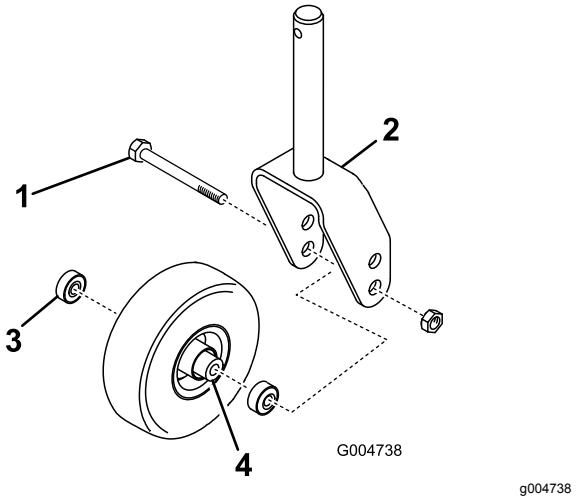
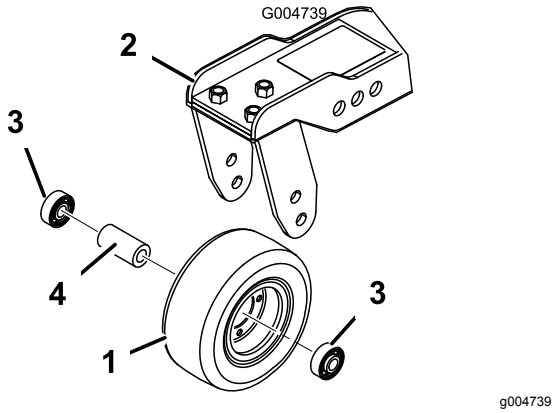

Figuur 85
Figuur 86
1. Verwijder de borgmoer van de bout waarmee het zwenkwiel is bevestigd in de zwenkwielvork (Figuur 85) of in de draaiarm van het zwenkwiel (Figuur 86).
2. Verwijder het lager uit de wielnaaf en laat het lager eruit vallen (Figuur 85 en Figuur 86).